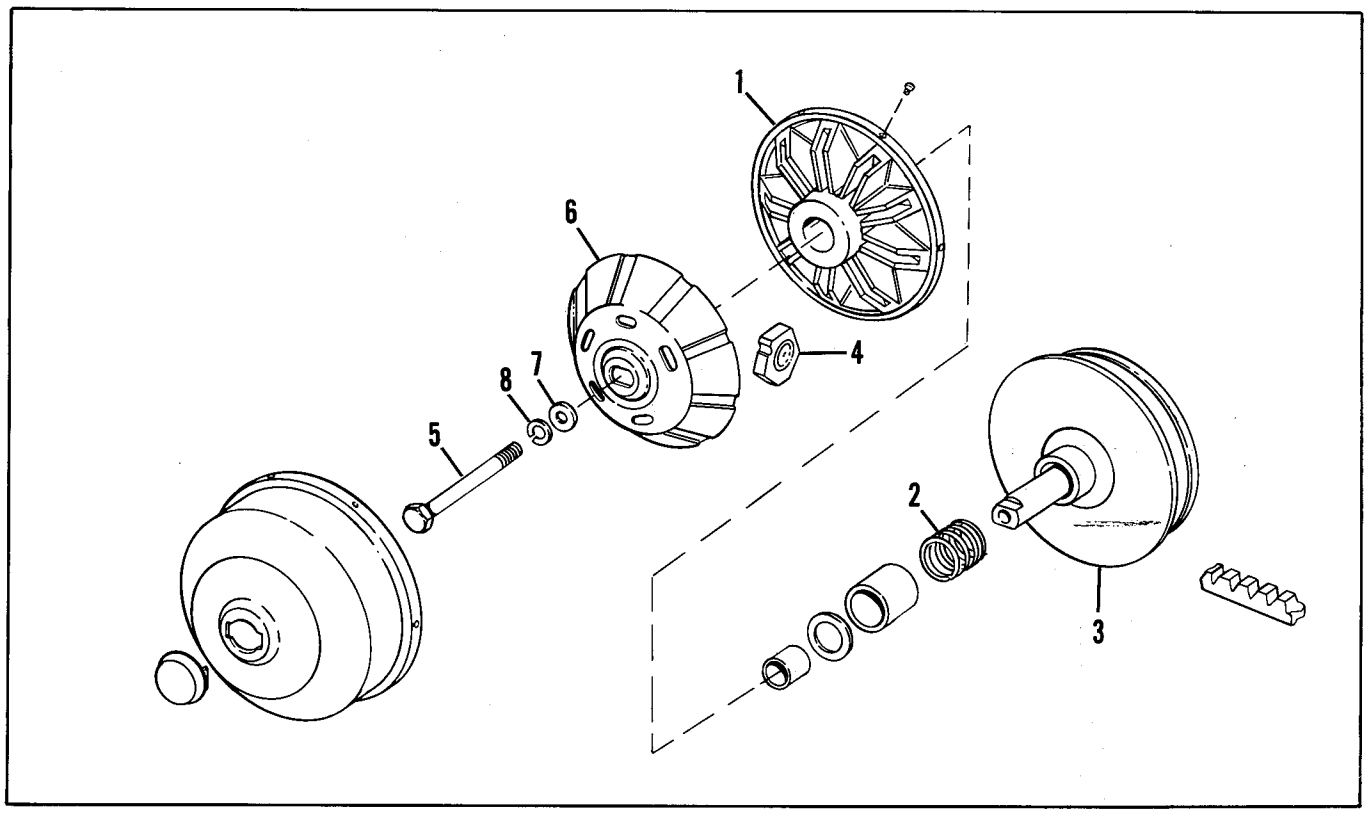

Figure 79 – Primary Drive
h. Separate the floating flange (1), spring (2) and fixed flange (3), Figure 79.
i. Remove the pucks (4), Figure 79.
a. See Figure 79. Install spring (2), floating flange (1) and weights (4) to fixed flange (3) on a flat surface.
b. See Figure 79. Install cover (6) by lining up the "D" slot in the cover with the slot of the stem while pressing on the cover to compress the spring (2) until cover (6) contacts the stem. Lightly tap cover onto stem until stem is flush with top of cover.